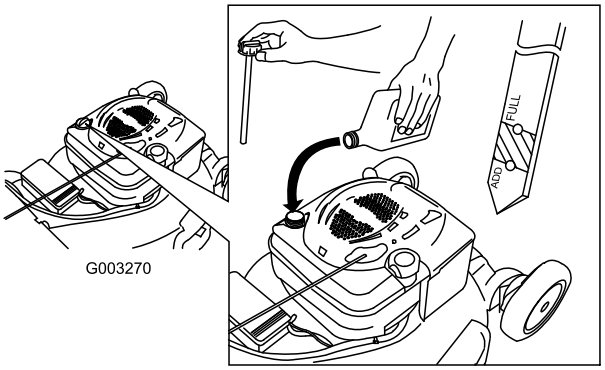

Figur 11
1. Ta ut oljestickan, torka av den och sätt sedan tillbaka den ordentligt(Figur 11).
2. Ta ut oljestickan och kontrollera oljenivån (Figur 11). Om oljenivån är under markeringen Add på oljestickan, fyller du **långsamt** på olja i påfyllningsröret så att nivån höjs till markeringen Full. **Fyll inte på för mycket.** (Maximal påfyllning: 0,59 l, typ: SAE 30W renad olja med API-klassificering SF, SG, SH, SJ, SL eller högre.)